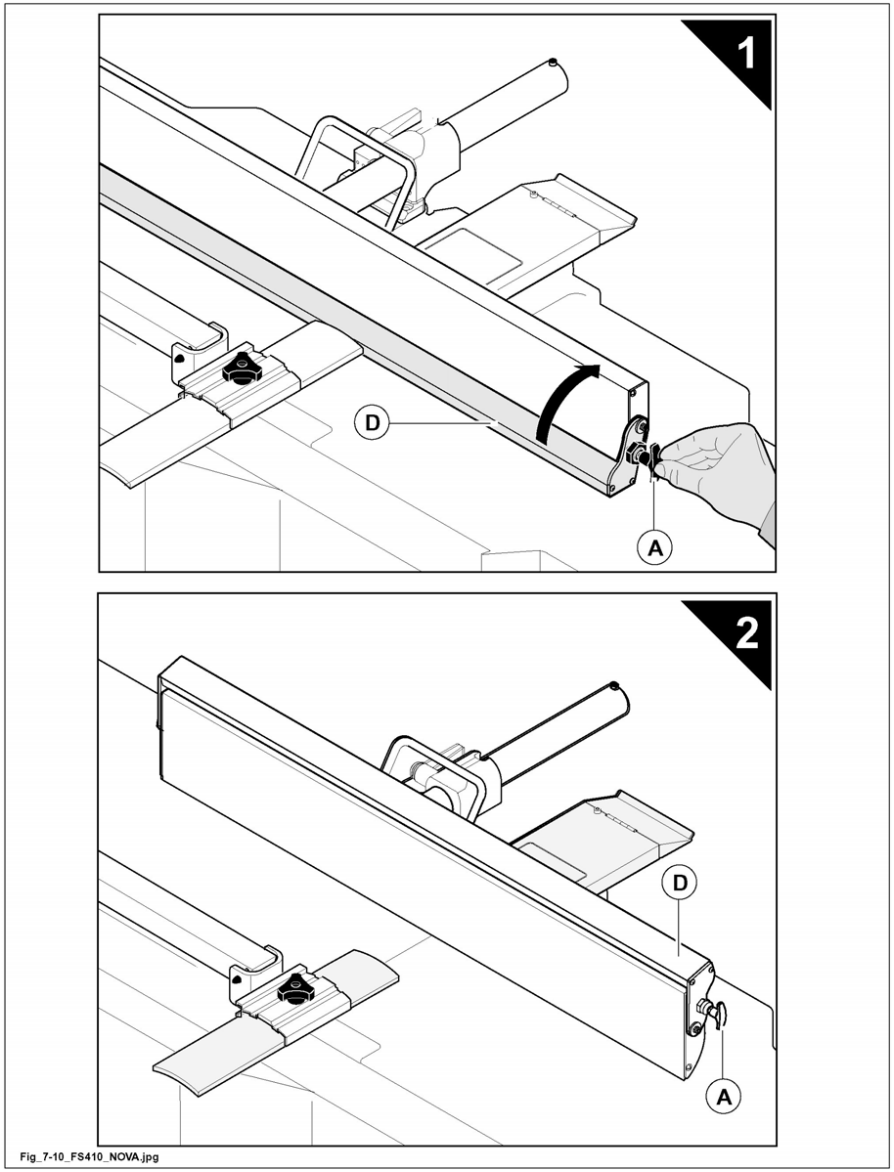

Fig. 7.10
- To use additional fence (D fig.7.10), pull small knob (A fig.7.10) and turn it to position in front of the main fence (1 fig.7.10).
- To switch it off, hold the small knob (A fig.7.10) pulled and turn the additional fence to position (2 fig.7.10) (automatic locking).